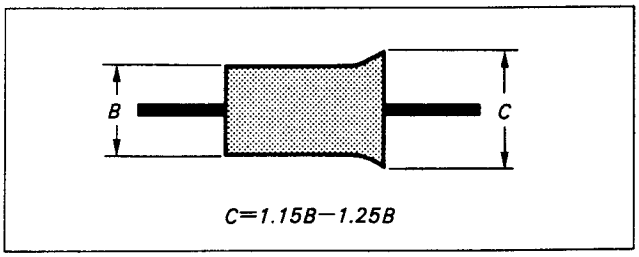

Fig. 7-77.
5) Turn No.5 guide so that the exit side waveform flats slightly. (See Fig. 7-77.)